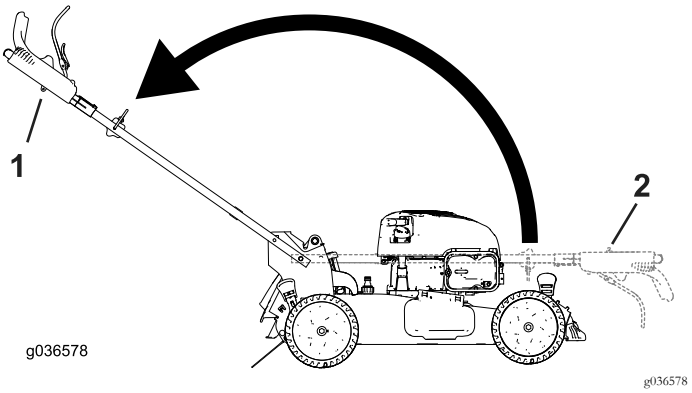

Bild 7
3. Klappen Sie den Griff in die Betriebsstellung hoch, indem Sie ihn nach hinten drehen (Bild 7).